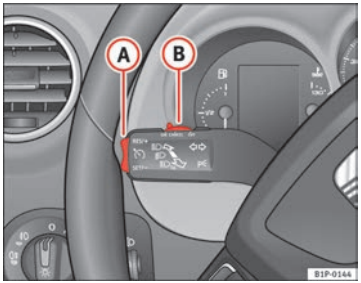

Fig. 132 Turn signal and main beam headlight lever: switch and rocker switch for the cruise control
– Press the lower part **SET/SET** of the rocker switch ⇒ fig. 132 (A) once briefly when you have reached the speed you wish to set.